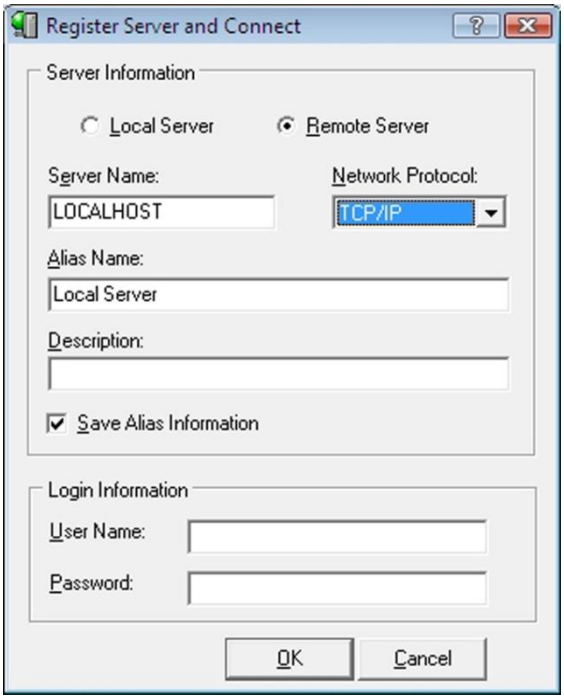

Figure 50 – Register Server and Connect Dialog
1. From the Hierarchical Tree, select your **InterBase Server** (based on the example in Figure 50 select *Local Server*).